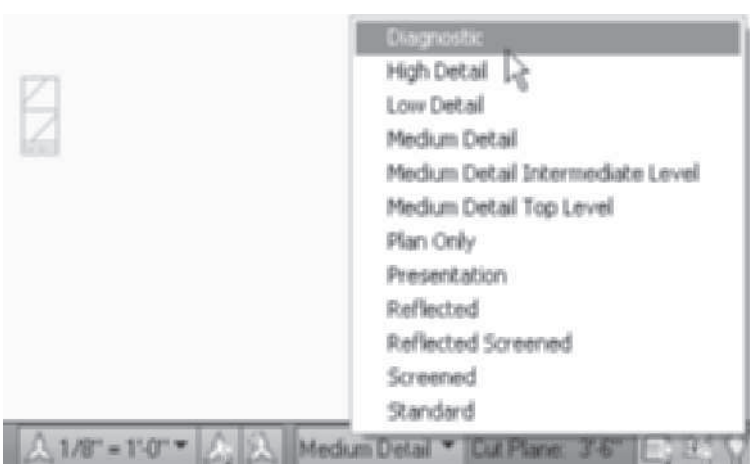

FIGURE 2.71 *Diagnostic display configuration specified*
20. To view the justification line of the walls, click the **Display Configuration** menu of the **Drawing Window** status bar, and select **Diagnostic** as shown in Figure 2.71.